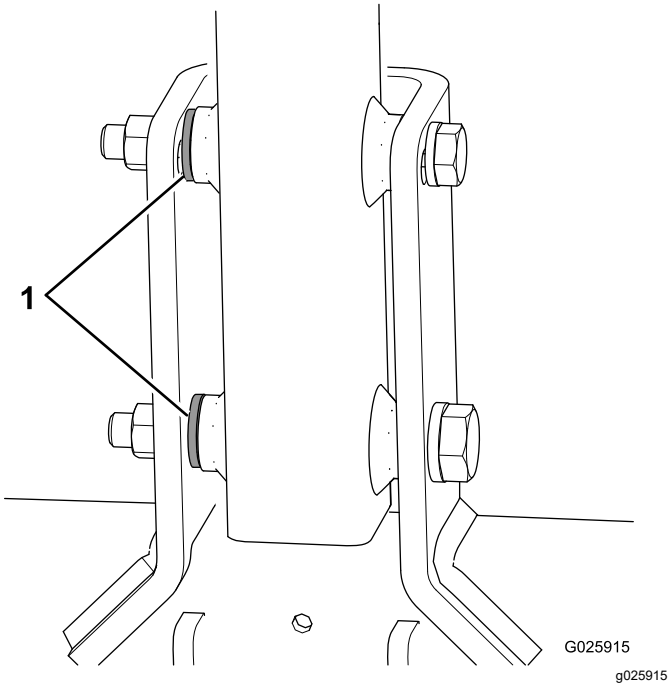

Figur 6
- Om en tredje bricka medföljer varje maskinskruv använder du dessa brickor som distansbrickor mellan dragkroken och tappfästets insida (Figur 6).